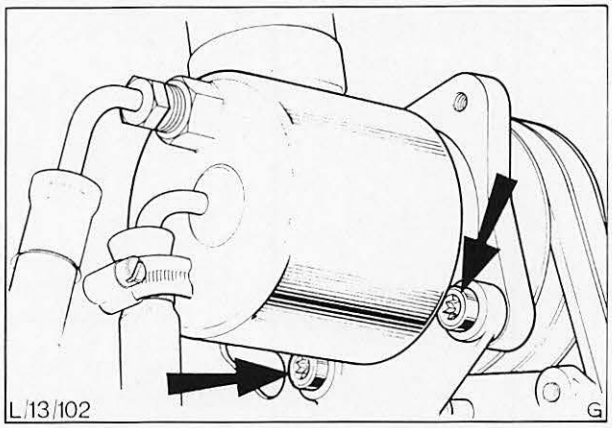

Abb. 63 Befestigungsschrauben – Pumpe
4. Pumpe aus der Halterung nehmen und Riemenscheibe von der Pumpe abbauen, Abb. 63.